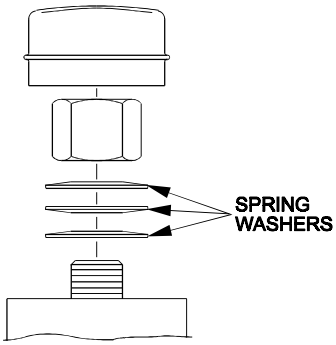

FIG. 14
a) Remove dust cap from caster and tighten nyloc nut until washers are flat and back off 1/4 of a turn to properly set the pre-load on the bearings. If necessary make sure the spring washers are reinstalled as shown in Figure 14.